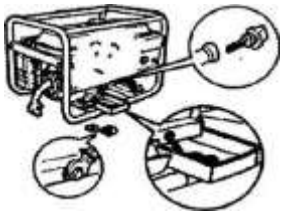

рис. 7.2
2. Выверните пробку сливного отверстия и опустошите масло из картера двигателя (рис. 7.2)